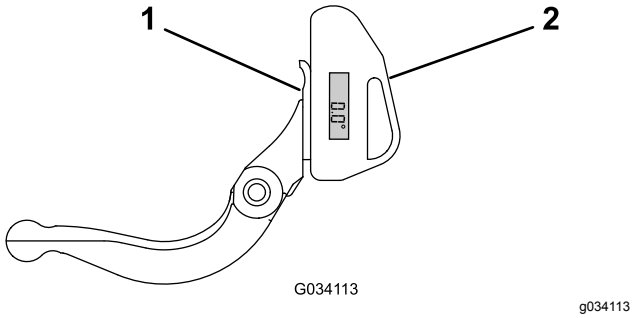

Figura 27
1. Coloque el indicador de ángulo en el lado inferior de la contracuchilla, según se muestra en Figura 27.